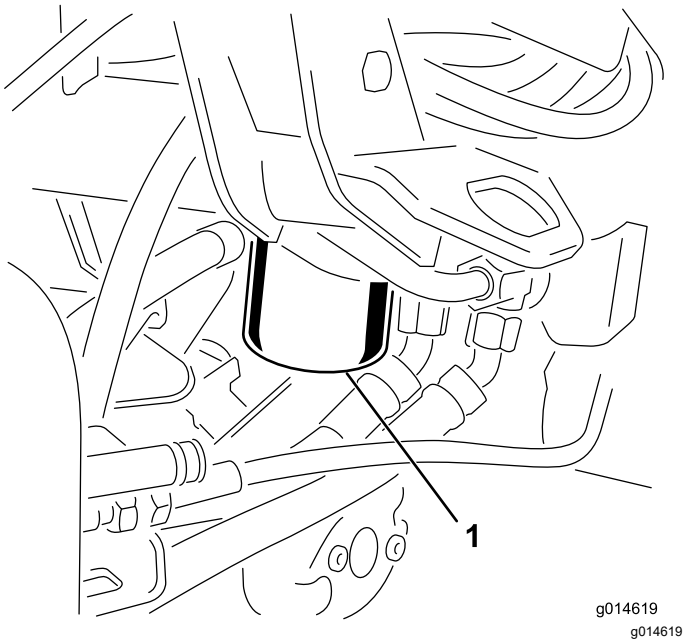

Figur 44
1. Rengör runt området där filtret monteras (Figur 44). Ställ ett avtappningskärl under filtret och ta bort filtret.